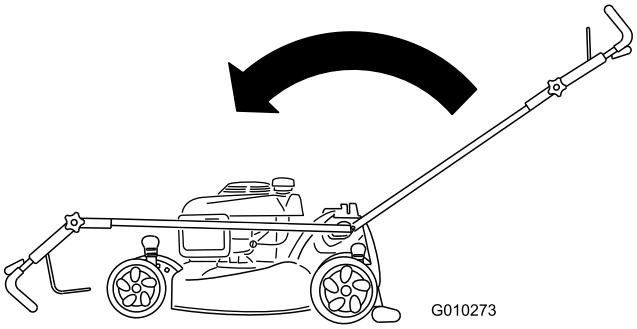

Figuur 51
2. Klap de handgreep helemaal naar voren en draai de knop van de bovenste handgreep los (Figuur 51).